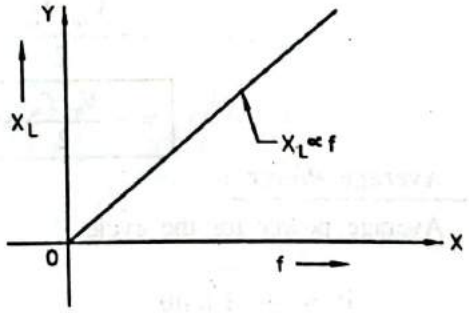

FIG. 2.35 : GRAPH OF INDUCTIVE REACTANCE ($X_L$) AGAINST FREQUENCY
- Fig. 2.35 shows the graph of inductive reactance ($X_L$) against frequency under such condition. It is straight line passing through the origin.